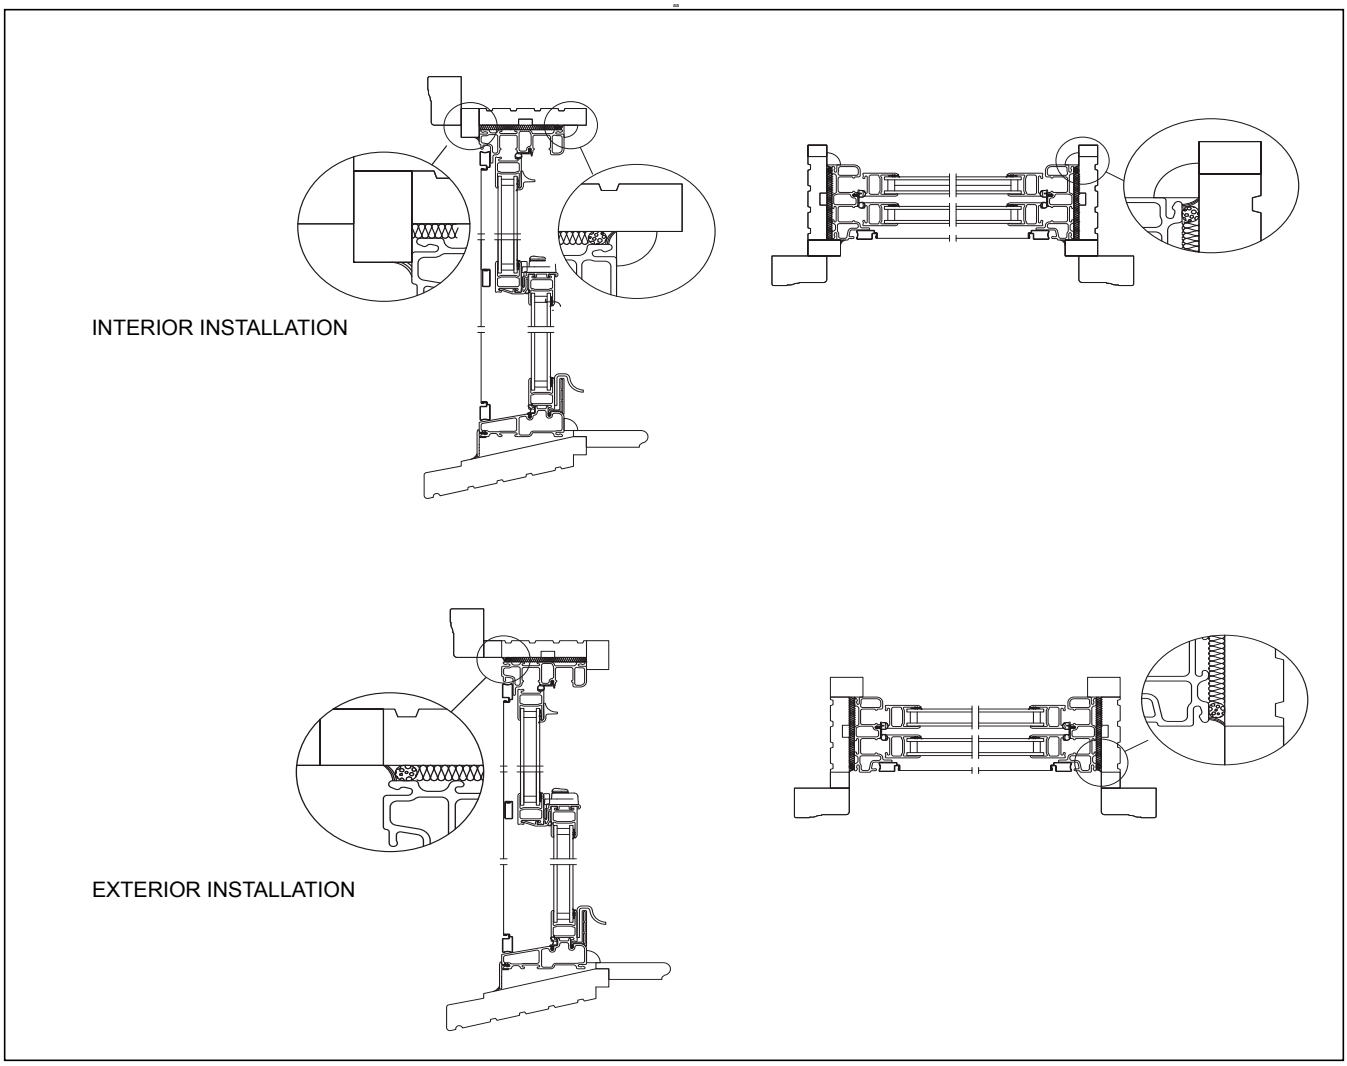

Figure 5
2. For interior installation, run a bead of sealant between the new frame and existing frame around the entire interior perimeter. If necessary install backer rod prior to sealant application. See figure 5. Replace interior sash stops or new trim as desired.
5. At the exterior, run a bead of sealant between the new window and the existing window frame (blind stop on interior applications). See figure 5.